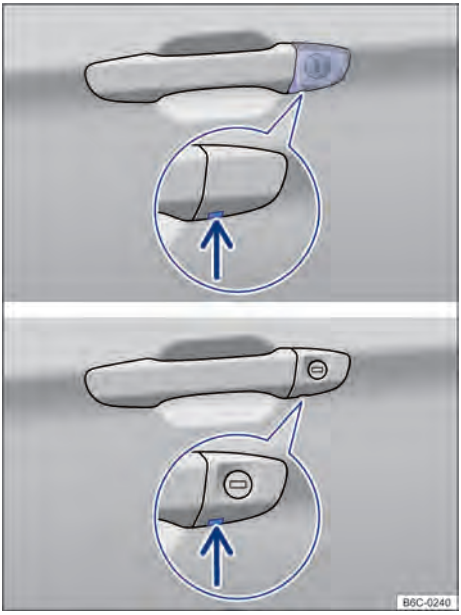

Fig. 57 Manilla de la puerta del conductor: bombín de la cerradura.
- Insertar el paletón de la llave por abajo en el hueco de paso de la caperuza → fig. 57 (flecha).